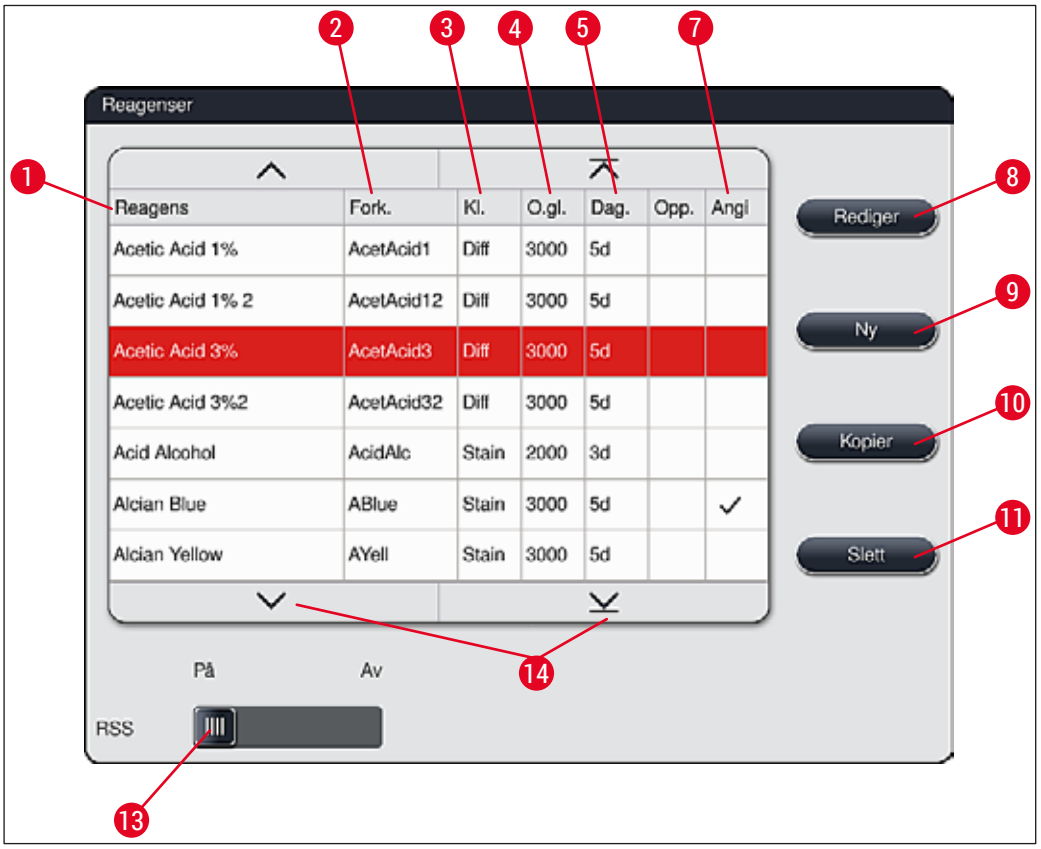

Fig. 36
- Trykk på reagensen du vil kopiere i reagenslisten (→ "Fig. 36"). Trykk deretter på Kopier-knappen (→ "Fig. 36-10").
- Trykk på reagensen du vil endre i reagenslisten (→ "Fig. 36"). Trykk deretter på Rediger-knappen (→ "Fig. 36-8").